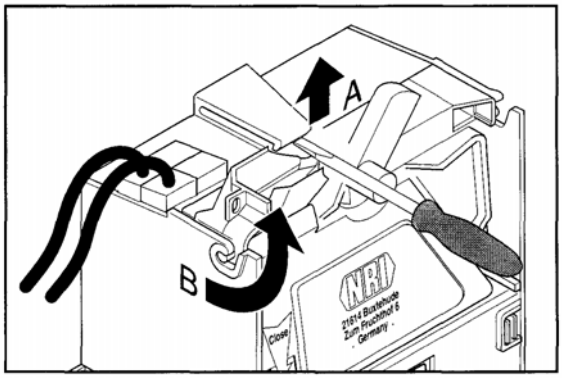

Рис. 4: Демонтаж опознавателя монет.
Работа любого из 16 каналов может быть запрещена посредством модуля управления (PRO15, см. раздел 8). Дополнительно можно запретить каналы 1-8 при помощи DIL переключателей, которые расположены на задней стенке опознавателя монет. Для получения доступа к блоку переключателей опознаватель монет должен быть демонтирован (см. рис. 4). Чтобы запретить канал, переведите соответствующий переключатель направо в положение ON (рис. 5).
1. Снимите опознаватель монет (рис. 4).